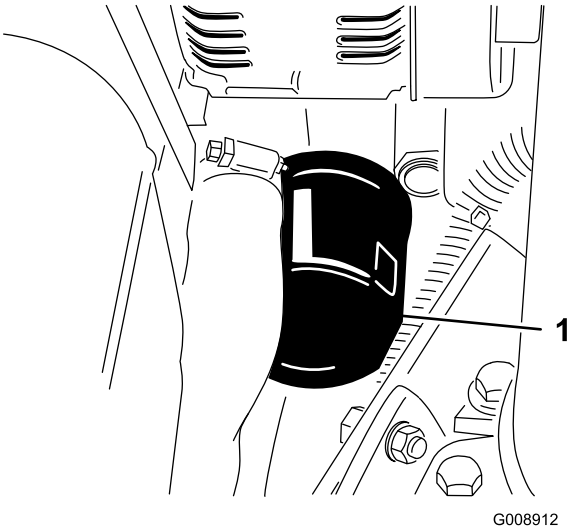

Figur 48
2. Avlägsna oljefiltret (Figur 48). Stryk på ett tunt lager ren olja på den nya filterpackningen innan den skruvas på. **Dra inte åt för hårt.**